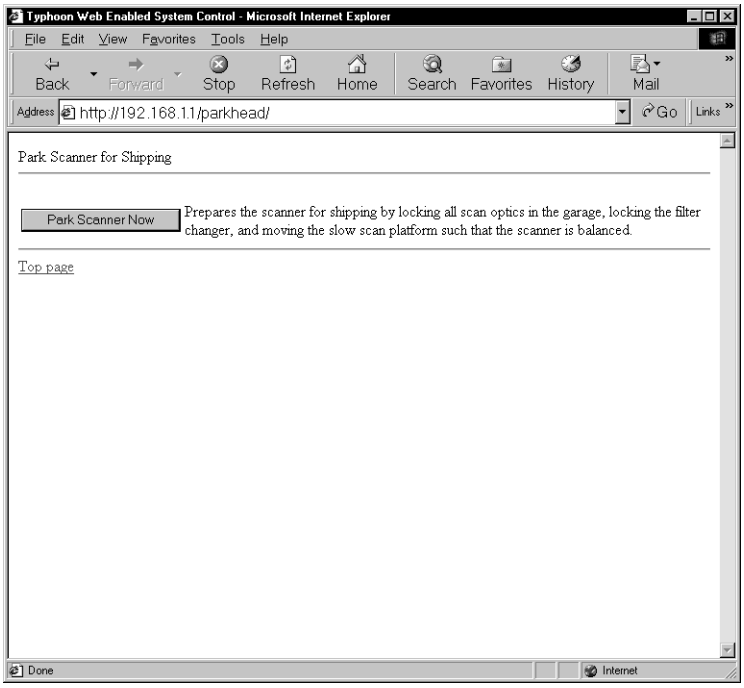

Figure 13-14. The Park Scanner for Shipping window.
2. In the Typhoon Direct Instrument Access window, click **Park Scanner for Shipping.** The Park Scanner for Shipping window appears (figure 13-14).